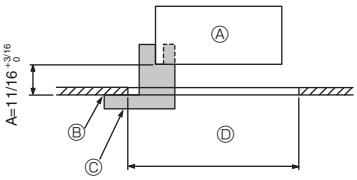
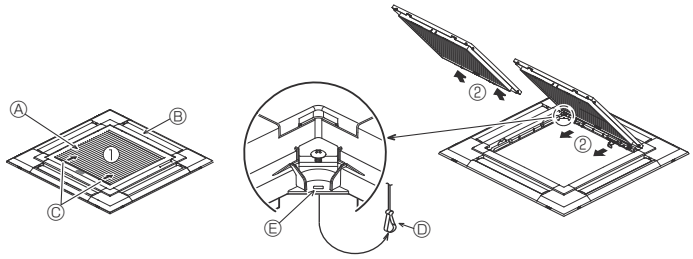
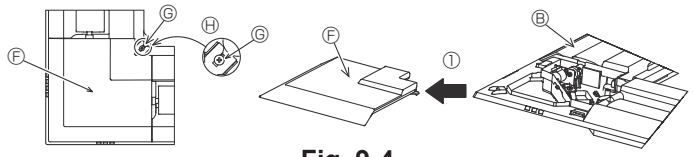

Fig. 9-2
Fig. 9-3
Fig. 9-4
①	Grille	1	950 × 950 (mm), 37-3/8 × 37-3/8 (pouces)
②	Schéma d'installation	1	(divisé en 4 parties)
③	Vis (4 × 16)	1	pour **TPLA0A.1EA80∗**
④	Panneau en coin i-see sensor	1	pour **TPLA0A.1EA80∗**
9.2. Préparation avant d'attacher la grille (Fig. 9-2)
- À l'aide de la jauge ② fournie avec ce kit, ajustez et vérifiez la position de l'appareil principal par rapport au plafond. Si l'appareil principal n'est pas correctement positionné par rapport au plafond, des fuites d'air peuvent se produire et provoquer un phénomène de condensation.
- Ⓒ Schéma d'installation ② (inséré dans l'appareil principal)
9.2.1. Retrait de la grille d'admission (Fig. 9-3)
- Pour ouvrir la grille d'admission, faire glisser les leviers dans le sens indiqué par la flèche ①.
- Lorsque la grille se trouve en position "ouverte", retirer la charnière de la grille d'admission comme indiqué par la flèche ②.
9.2.2. Retrait du panneau en coin (Fig. 9-4)
- Dévissez les 4 vis de coin. Pour retirer le panneau, faites-le glisser dans le sens indiqué par la flèche ①.
[Fig. 9-3] [Fig. 9-4]